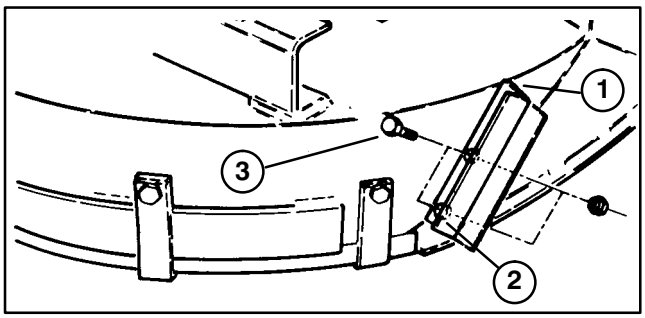

Figure 17
1. Using new deflector stop as a template, set it on the original flat deflector stop (Fig. 17). Assure new deflector stop is flush at the bottom, contacting side of deck, and parallel with outside edge of deflector support.
2. Locate, mark and drill (2) 9/32" dia. holes through old deflector support.
3. Mount new deflector support to old deflector stop with (2) 1/4−20 x 3/4" lg. capscrews and 1/4−20 locknuts, as shown in figure 17.